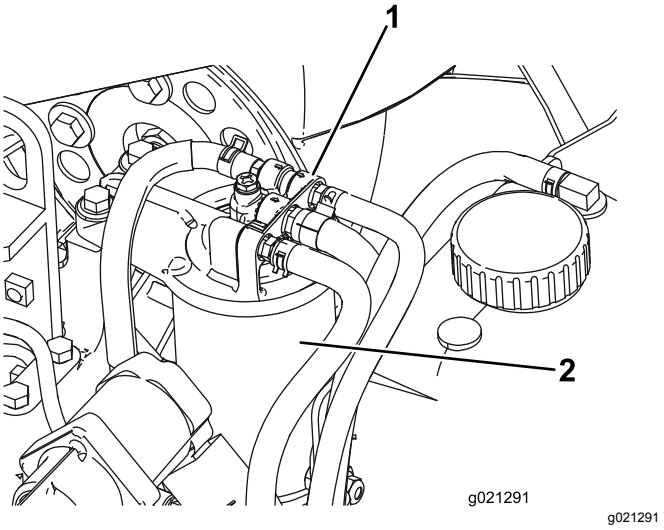

Figuur 63
1. Maak de omgeving van de kop van het brandstoffilter schoon (Figuur 63).
2. Verwijder het filter en reinig het filterkopplaatsingsoppervlak (Figuur 63).